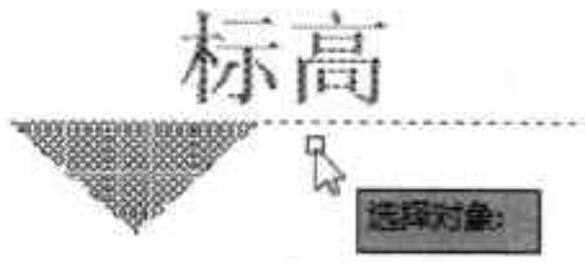

图7-18 框选图形
Step 07 单击“选择对象”按钮，框选标高图形，按回车键，如图 7-18 所示。